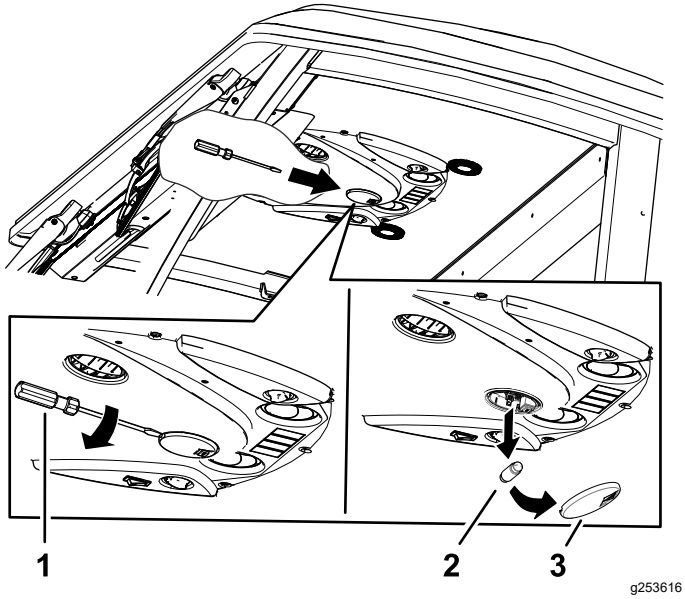

Figura 89
1. Utilice un destornillador para retirar la lente de la luz del panel de control. (Figura 89).
2. Retire la lámpara de la base (Figura 89).